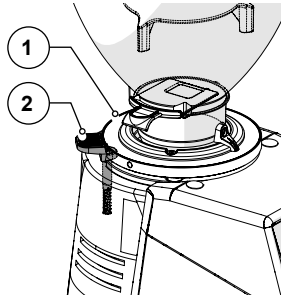

Рис. 5
- **Рычаг блокировки предохранительной круглой гайки (Рис. 5)**